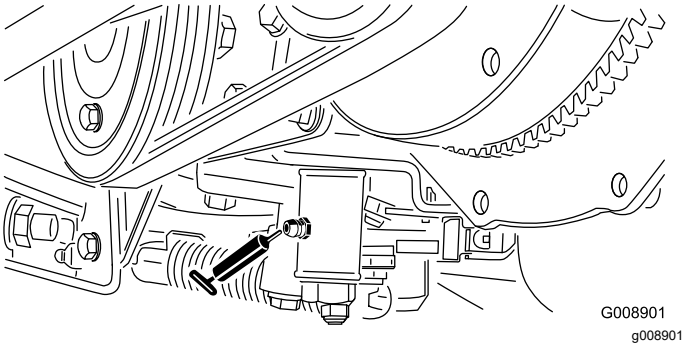

Figuur 67
2. Krik de achterkant van de machine onder de motor van het achterwiel (Figuur 67).
- Afstelmechanisme neutraalstand (Figuur 67)